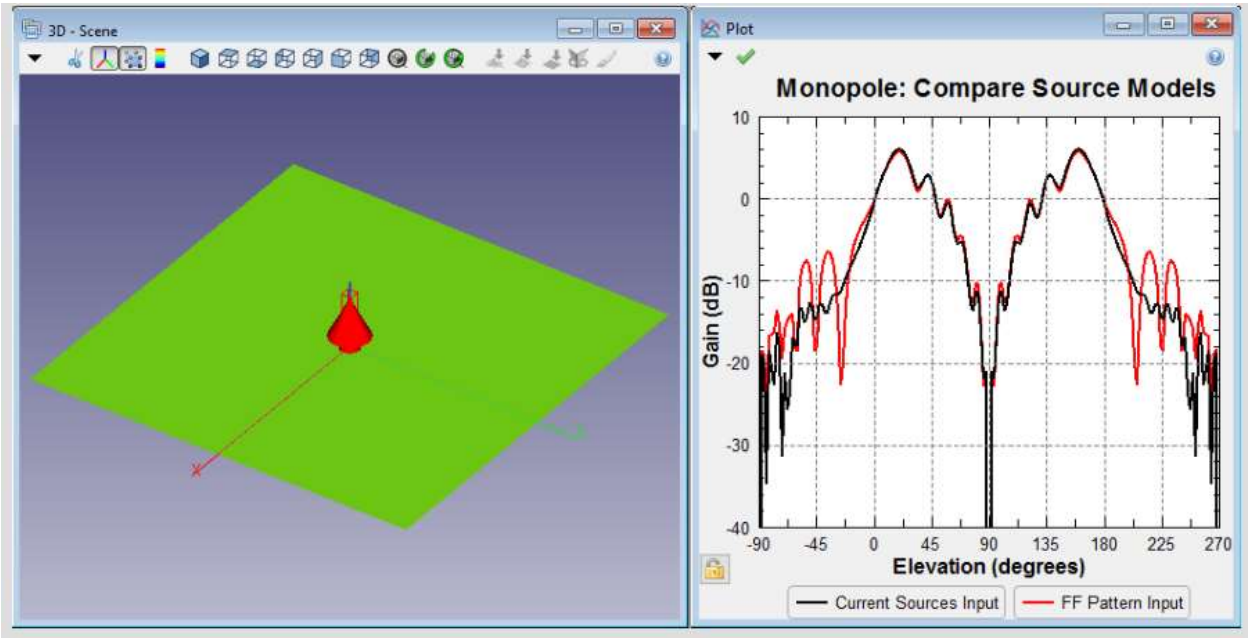

Рис. 4.1. Анализируемая структура монопольной антенны над земляной поверхностью и ДН: импортируемая ДН и рассчитанная по источникам тока.
4. Импорт результатов из примера 1 и сравнение их с вновь полученными результатами (рис. 4.1).